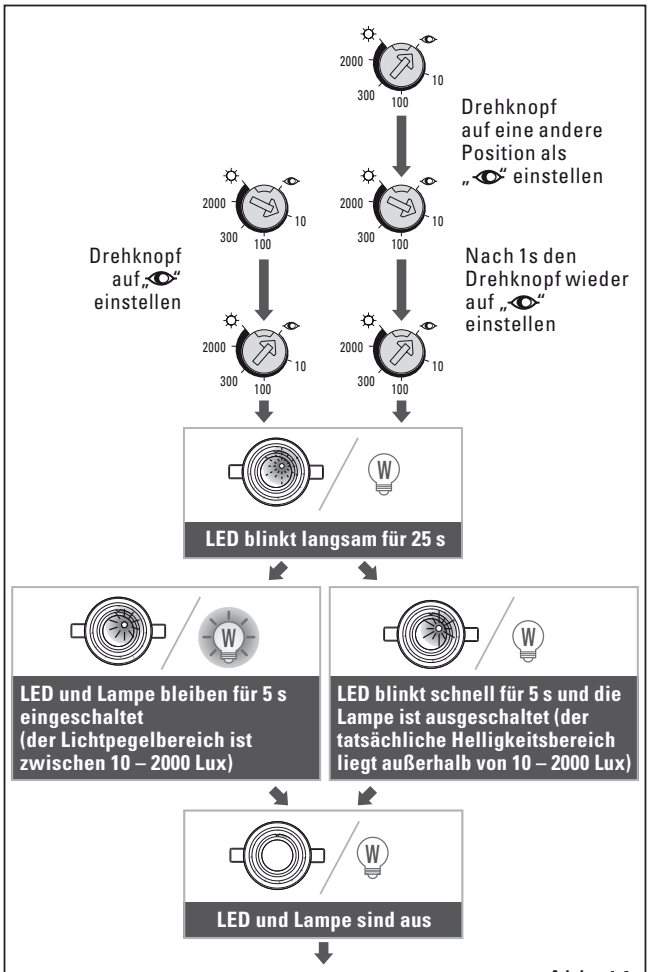

Abb. 14
1. Stellen Sie den Regler auf 👁, wenn die Umgebungshelligkeit dem gewünschten Wert entspricht, siehe Abb. 14.
2. Wenn der Regler schon auf 👁 steht, muss er für mehr als 1 s in eine andere Stellung gebracht werden, bevor er wieder auf 👁 gestellt werden kann, siehe Abb. 14.
3. Anschließend wird die Last ausgeschaltet. Die LED beginnt langsam zu blinken, um anzuzeigen, dass die Lernfunktion aktiviert ist. Die Lernfunktion wird innerhalb von 25 s abgeschlossen. Danach bleiben die LED und die Last für 5 s eingeschaltet oder die LED blinkt schnell für 5 s und die Last ist ausgeschaltet, um das erfolgreiche Lernen zu bestätigen, siehe Abb. 14.